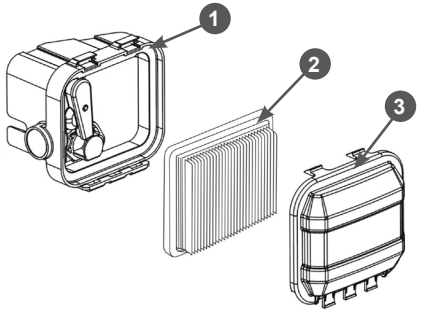

Рис. 20 Обслуживание воздушного фильтра
1. Нажмите на фиксаторы и снимите крышку воздушного фильтра 3 (Рис. 20).
2. Извлеките из корпуса 1 фильтрующий элемент 2 (Рис. 20).
4. Произведите очистку крышки 3 воз душного фильтра и корпуса 1, не допуская попадания пыли и грязи в карбюратор (Рис. 20).